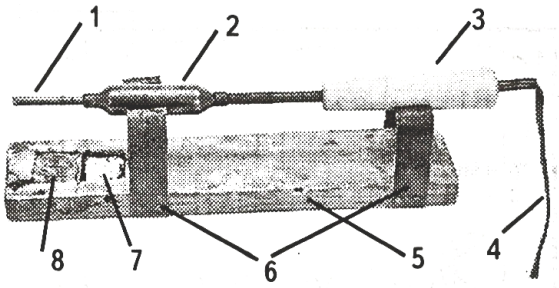

Рис. 19-1-1
Внешний вид паяльника с принадлежностями для пайки показан на рис. 19-1-1, где:
1. Изготовьте подставку для электропаяльника. Ее конструкция может быть такой, какая показана на рис. 19-1-1.